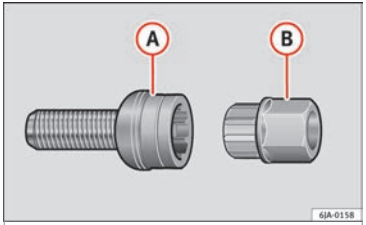

Fig. 127 Anti-theft wheel bolt with adapter.
– Insert the adapter (B) ››› Fig. 127 with its toothed side as far as it will go on the interior toothing of the anti-theft wheel bolt (A) so that only the outer hexagonal is protruding.
– Fit the box spanner as far as it will go over adapter (B).